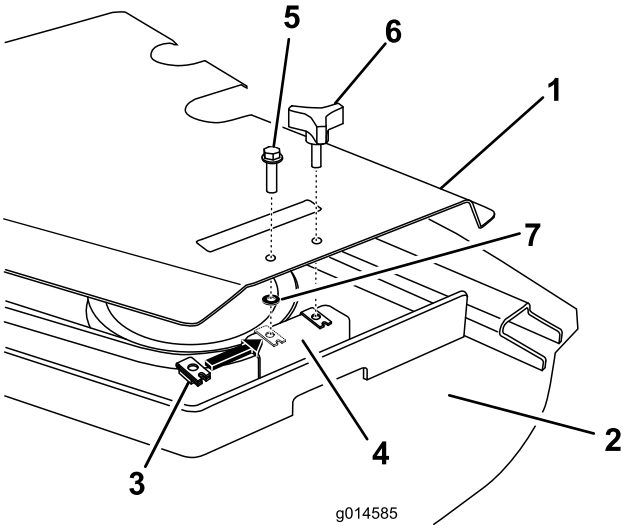

Figuur 6
1. Verwijder de handknoppen waarmee de drijfriemkappen aan het maaidek bevestigd zijn (Figuur 6). Verwijder de aandrijfriemkappen.